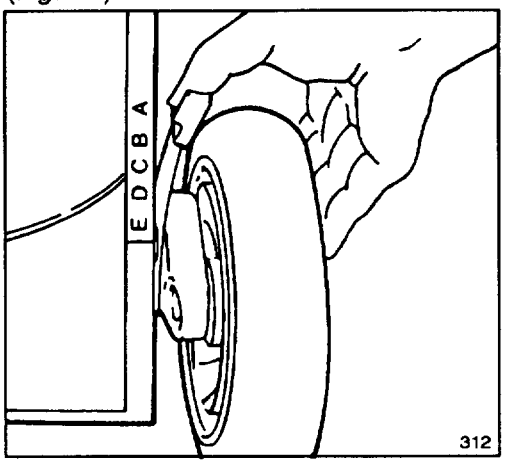

**Figure 11**
Five letters cast into the housing represent each graduated increment (Fig. 11).
2. For easier adjustment, lift housing up so wheel is off ground. **Do not put fingers under housing when lifting.** Squeeze adjusting lever toward wheel and move to desired setting (Fig. 11). Assure pin on adjusting lever engages slot in housing. Adjust all wheels to the same setting.